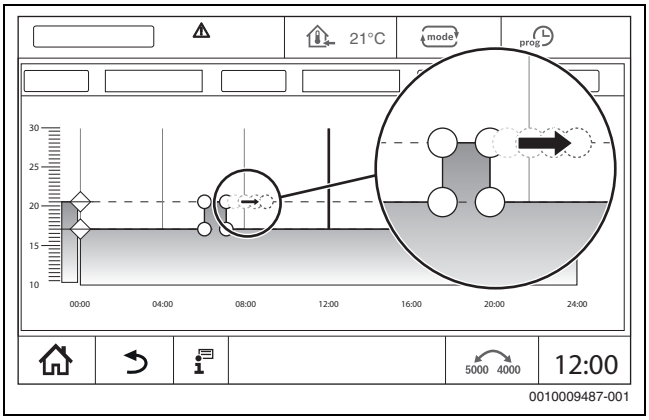

Fig. 25 Décalage des points de commutation
- ▶ Effleurer le point de commutation (→ fig. 25), maintenir pendant une seconde et le placer à l'heure souhaitée.